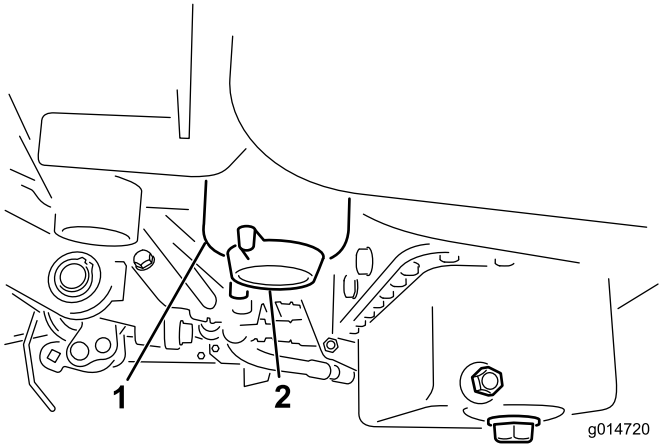

Figur 30
3. Åpne tappepluggen på drivstoffilteret ca. én omdreining, og tapp ut oppsamlet vann (Figur 30). Stram til pluggen etter tapping.